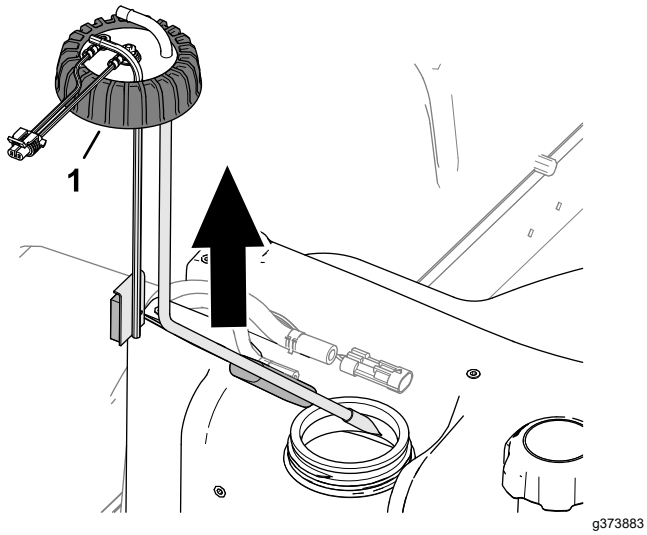

Figur 125
5. Løsn brændstofsenderhætten (Figur 125).